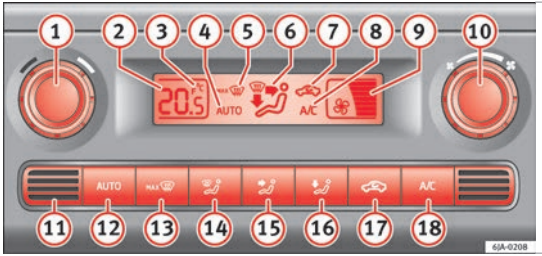

Fig. 88 Climatronic: controls.
- A/C (18) ››› Fig. 88 ››› page 94 switched on.
- Press the AUTO button (12) ››› Fig. 88 ››› page 94.
Keep the AUTO and A/C ››› Fig. 88 ››› page 94 buttons pressed down at the same time. The data is displayed on the screen in the units required.
The interior temperature sensor (11) ››› Fig. 88 ››› page 94 is at the bottom. Do not cover it with stickers or the like, as this could have a negative effect on Climatronic operations.
– Press the AUTO button (12) ››› Fig. 88 and **AUTO** displayed on the screen.
– When you switch on the ignition, control (1) ››› Fig. 88 ››› page 94 can be used to set the required interior temperature.
– Press button (17) ››› Fig. 88 ››› page 94 and the symbol is displayed on the screen.
– Press button (17) ››› Fig. 88 ››› page 94 and the symbol disappears from the screen.
– Turn rotary control (10) ››› Fig. 88 ››› page 94 counter-clockwise (to lower the speed) or clockwise (to increase the speed).
– Press button MAX (13) ››› Fig. 88 ››› page 94.
– Press button MAX (13) ››› Fig. 88 ››› page 94 several times or press the AUTO button.